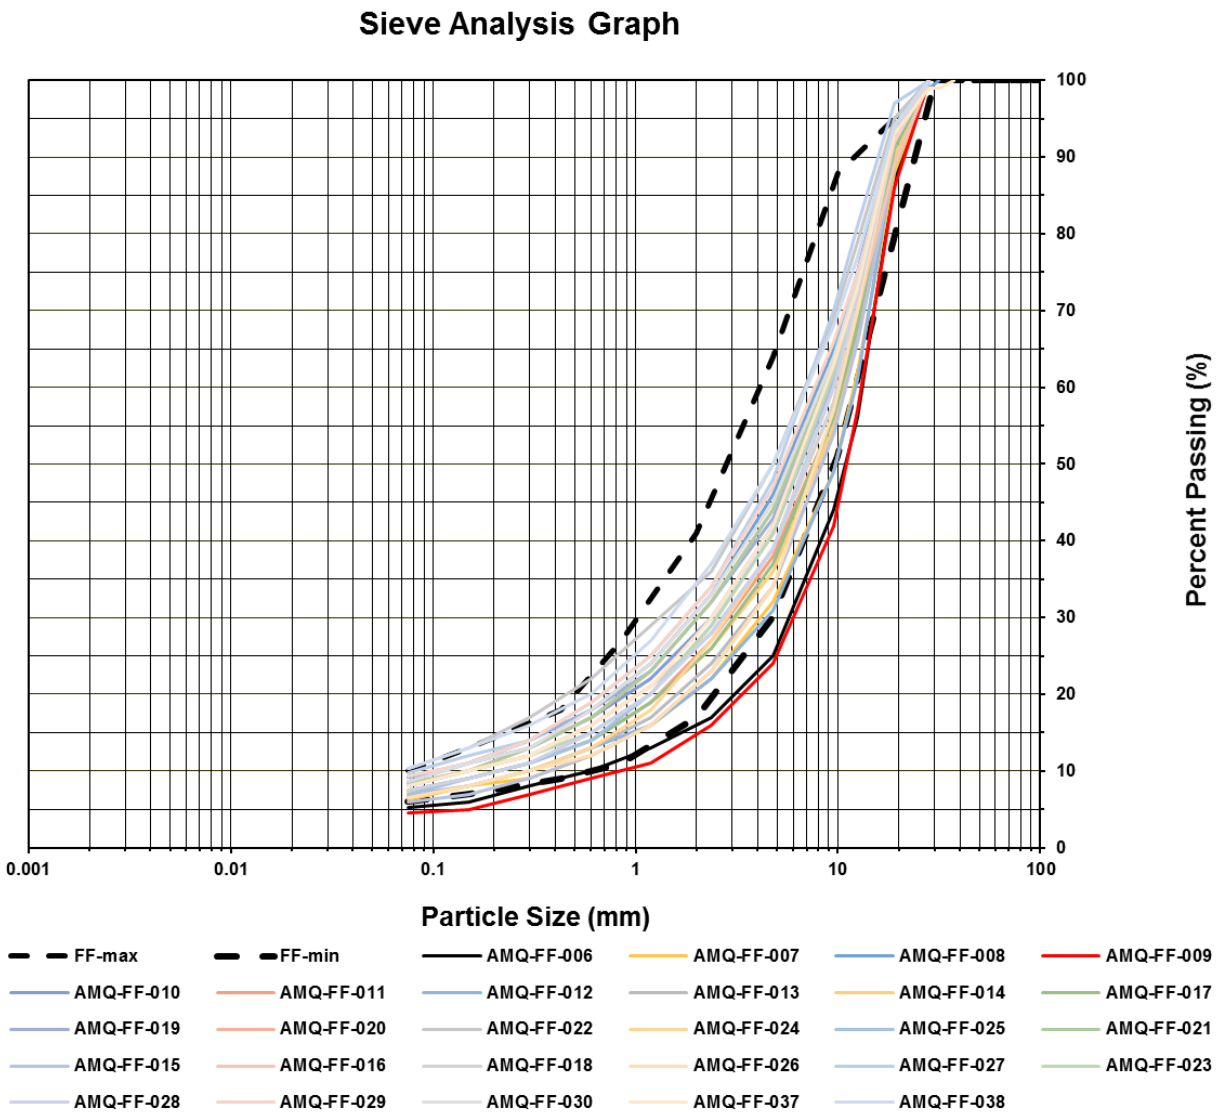

Figure 1: Summary of gradation test result for fine filter
- **Review of gradation test results completed by QC: summary of the gradation tests completed so far is shown in Figure 1. As shown in Figure 1, all except two of the gradation test results meet fine filter specification. Even the two samples show minor deviation from the specification.**